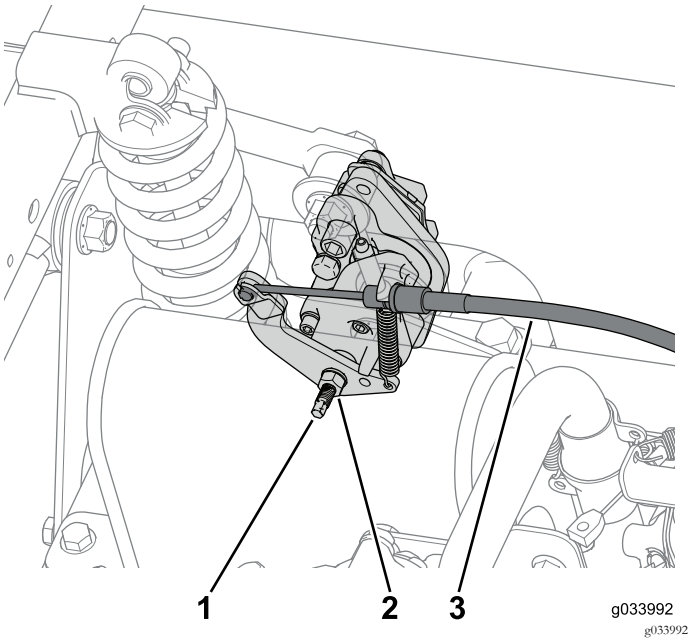

Рисунок 60
1. Ослабьте зажимную гайку и затем поверните регулировочный винт на два оборота против часовой стрелки на обоих суппортах задних тормозов (Рисунок 60).
2. Отсоедините трос стояночного тормоза, подсоединенный к каждому тормозному суппорту (Рисунок 60).